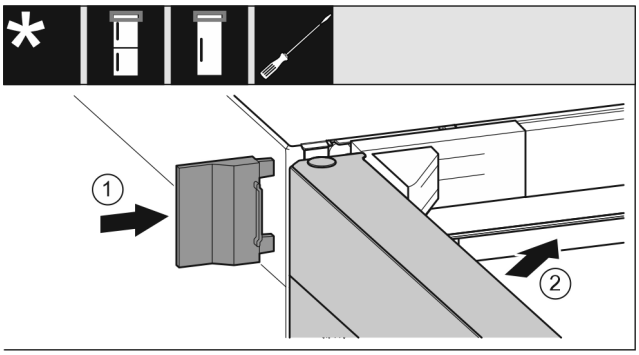

Fig. 66
▶ Uzbīdiet ārējo pārsegu *Fig. 66 (1)*.
▶ Aizveriet augšējās durvis *Fig. 66 (2)*.